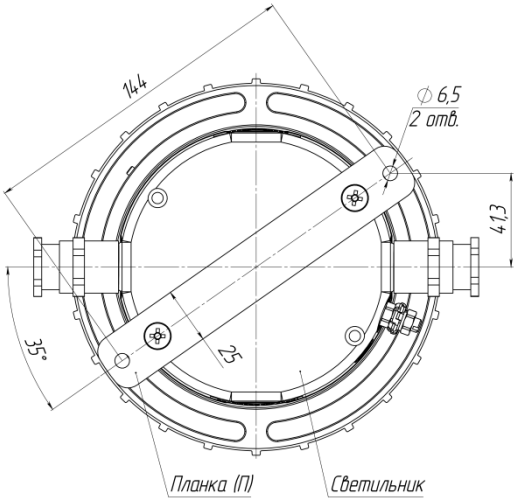

Рисунок 4.1
7.3.1. Для жесткого крепления светильника на опорной поверхности без возможности регулировки наклона предусмотрены планки (П – планка; ПУ – планка усиленная) рисунок 4.1 – 4.2.